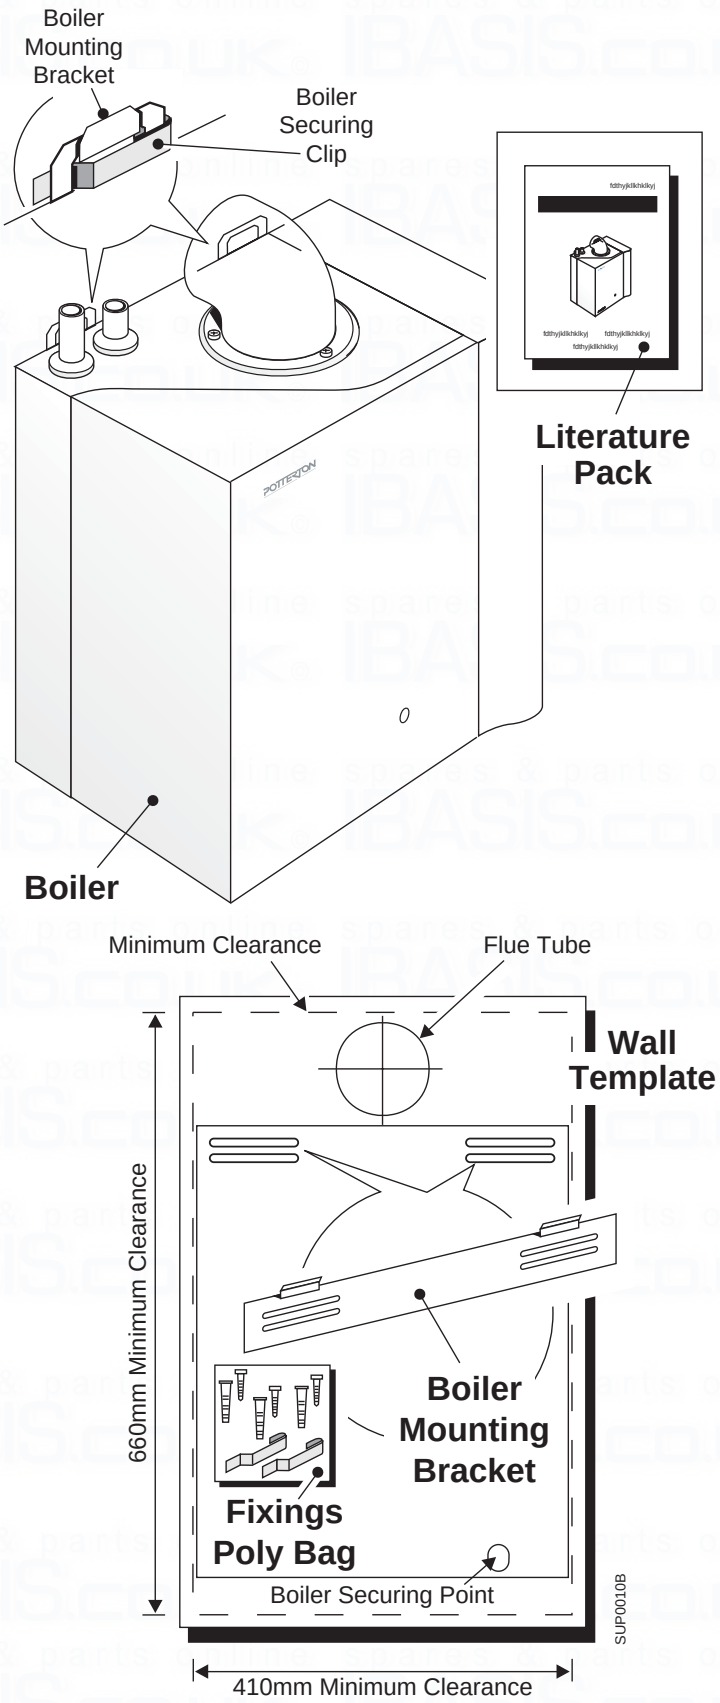

Fig. 7
10. Lift the boiler onto the mounting bracket, slide both boiler securing clips over the mounting bracket (this prevents the boiler from being accidently lifted off the the mounting bracket), see Fig.7.